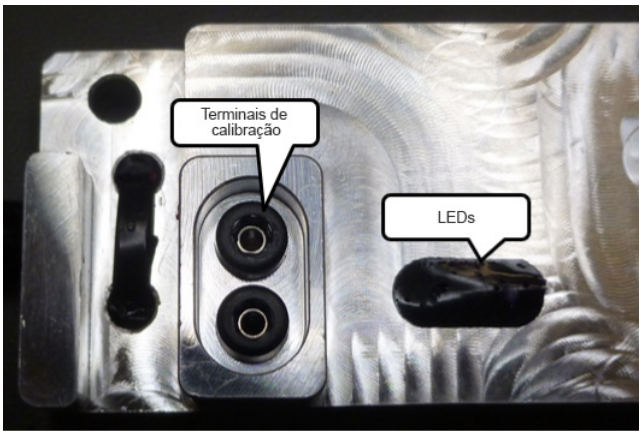

Figura 4
2. Conecte os terminais de calibração no Simulador de embreagem viscosa usando um fio curto (não fornecido) para conectar os dois pinos de calibração. Remova o fio após 10 segundos. Figura 4.